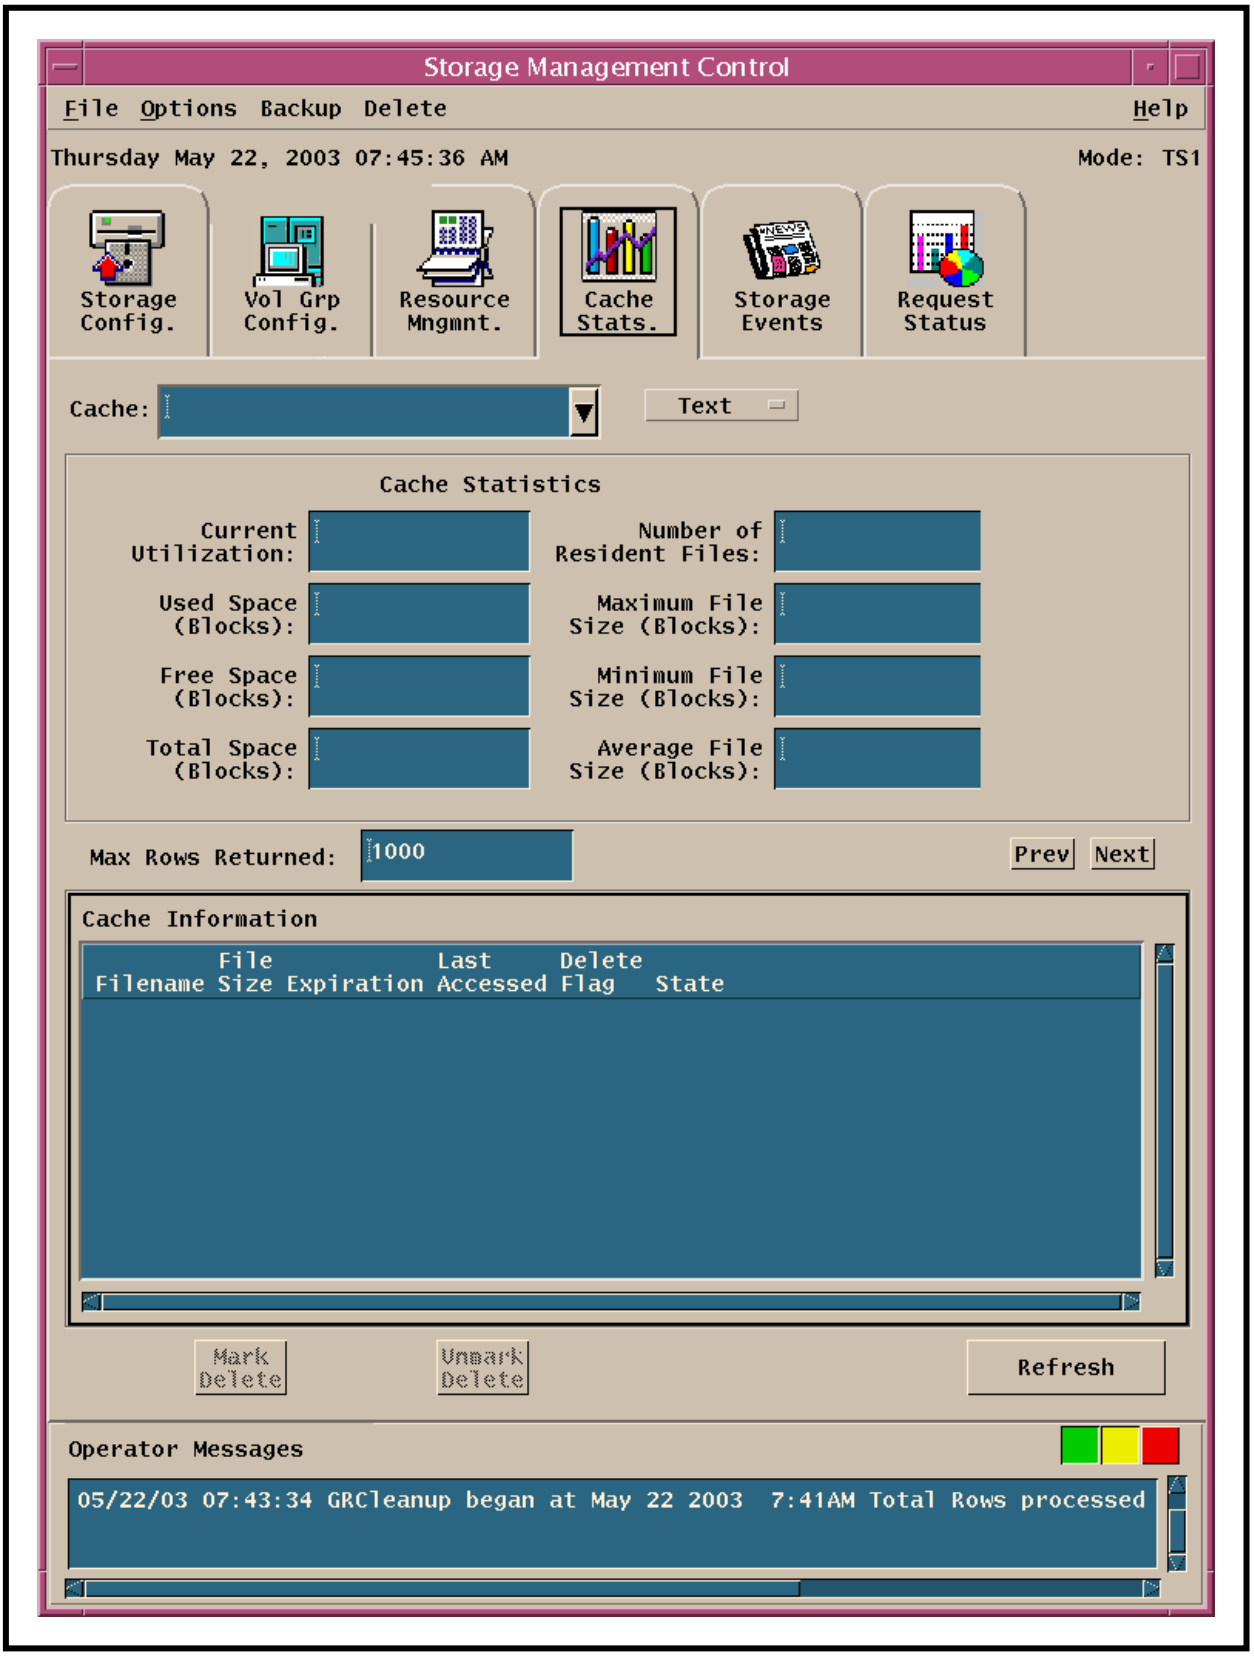

Figure 14. Storage Management Control GUI's Cache Stats. Tab
- The **Cache Stats.** tab (Figure 14) is displayed.